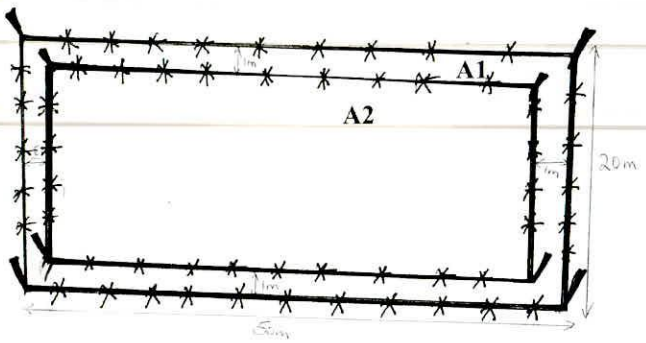

Figure 2: First and second demarcation of pond area (A1 &A2)
Diagonally measure 1m from each of the pegs placed at the corners of the rectangular area (AI), and place a peg at that point (1m away from the first peg). Join the new pegs with a string to form a second rectangular area (A2) (Figure 2).